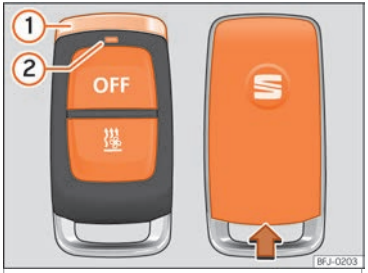

Fig. 148 Auxiliary heating: radio-operated remote control.
When the buttons are pressed, the LED of remote control ››› Fig. 148 ② gives the user a range of information:
- Secure the remote control with the chrome pin ››› Fig. 148① vertically facing upwards.
- Insert a suitable tool, e.g. a screwdriver, into the indentation in the remote control housing, in the direction of the arrow ››› Fig. 148.
- Slide the cover in the direction opposite to the arrow until it clicks into place ››› Fig. 148.